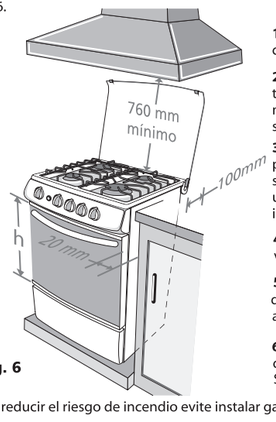

fig. 6
Se debe mantener una distancia vertical mínima entre la estufa y las paredes horizontales adyacentes ubicadas encima de ella; al igual que una distancia horizontal mínima entre la estufa y las paredes verticales adyacentes bajo la mesa de trabajo, de acuerdo con las medidas indicadas en la fig.6.
1. Respete las dimensiones mostradas en los dibujos para la instalación de la estufa. **(fig.6)**
6. El techo, los armarios y el extractor de aire deberán estar a 760 mm (como mínimo). Sobre la cubierta de la estufa (ver fig. 6).